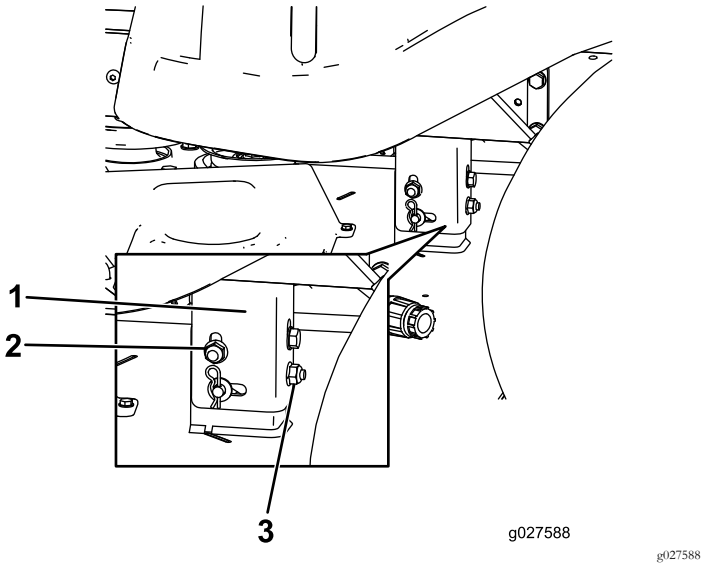

Figur 66
8. Höj eller sänk klipparens vänstra sida genom att vrida på den bakre muttern (Figur 66).
Obs: Vrid den bakre muttern medurs för att höja klippdäcket och moturs för att sänka det. (Figur 66).